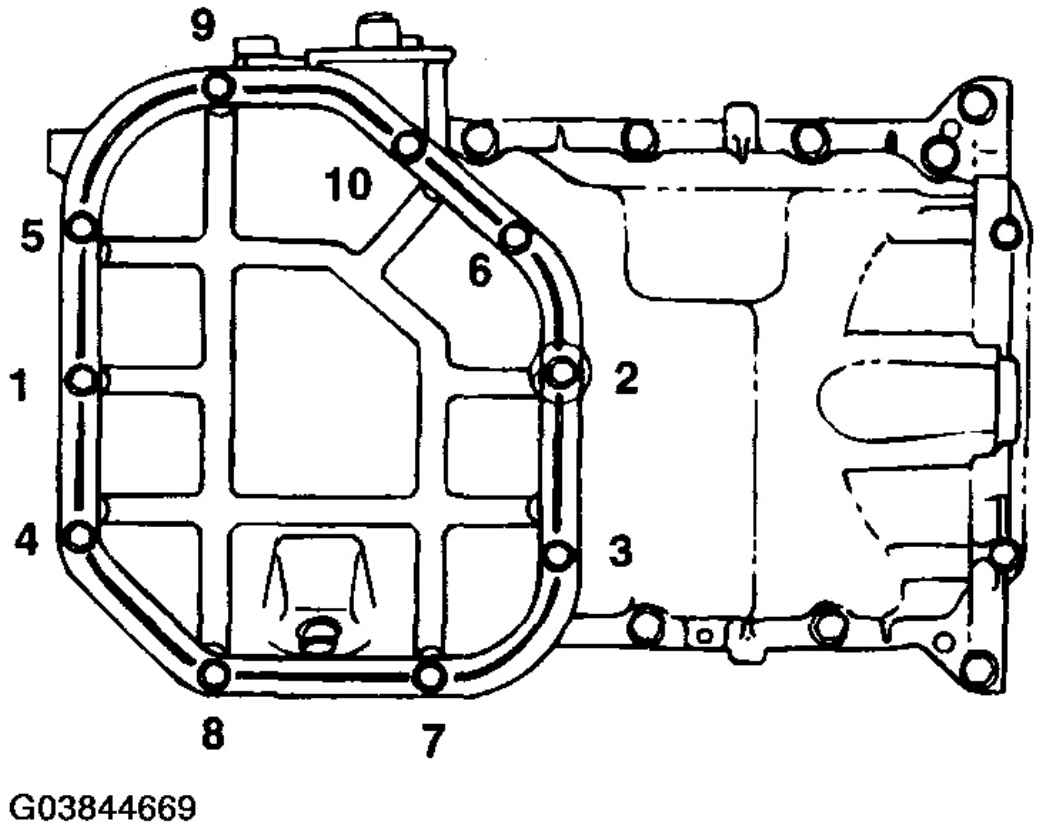

Fig. 144: Identifying Tightening Sequence Of Oil Pan Bolts
10. Tighten the lower oil pan bolts as shown in **Fig. 144** .